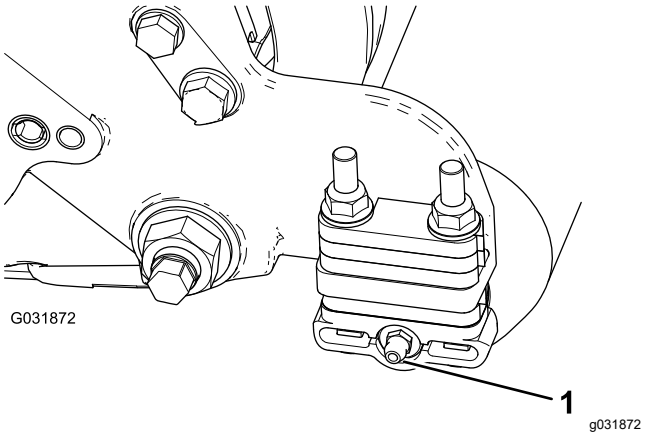

Bild 8
2. Befestigen Sie den 90°-Schmiernippel so, dass er nach hinten zeigt (Bild 8).